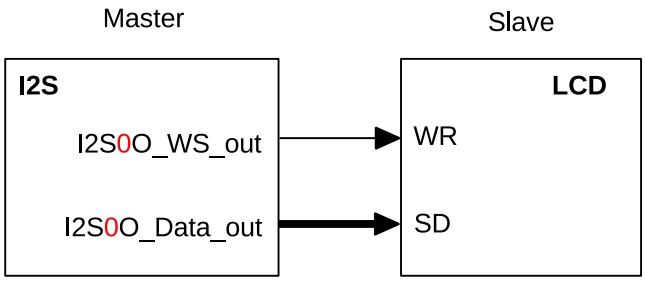

图 26-12. LCD 主机发送模式
如图 26-12 所示，在 LCD 主机发送模式下，LCD 的 WR 信号接 I2S 模块的 WS 信号，数据位宽度最大为 24 位，可以通过配置 I2S_TX_BITS_MOD[5:0] 寄存器选择 8/16/24 位并行输出模式。LCD 模式下，WS 时钟频率为：
2. 根据表 152 和图 26-12 的描述，配置信号管脚。